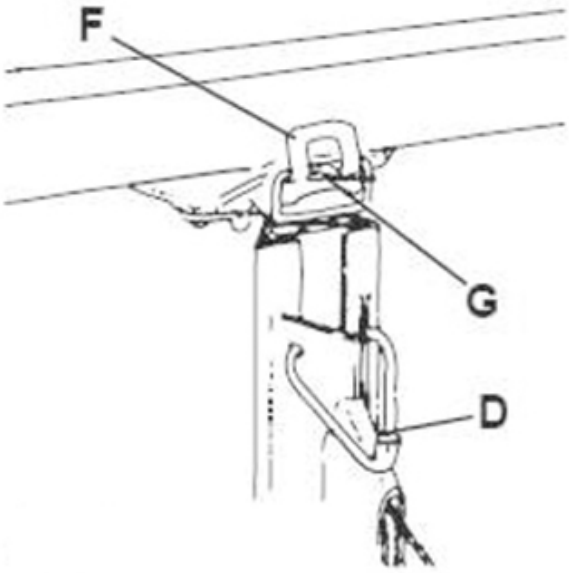

FIG. 5
- Asegure bien el soporte al bastidor para evitar que se rompa el tope de inclinación (fig.5), y luego engánchelo al pasador (fig.5).